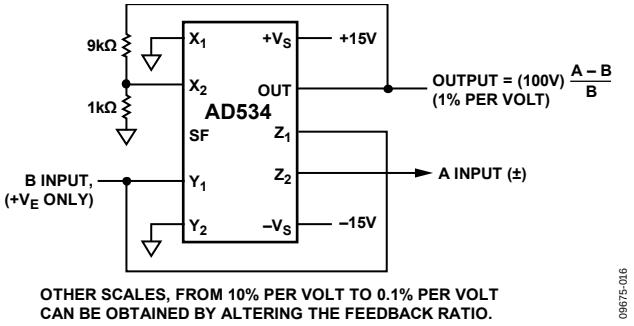

Figure 24. Percentage Computer
As with the multiplier connection, overall gain can be introduced by inserting a simple attenuator between the output and Y_2 terminal. This option and the differential ratio capability of the AD534 are used in the percentage computer application shown in Figure 24. This configuration generates an output proportional to the percentage deviation of one variable (A) with respect to a reference variable (B), with a scale of 1% per volt.